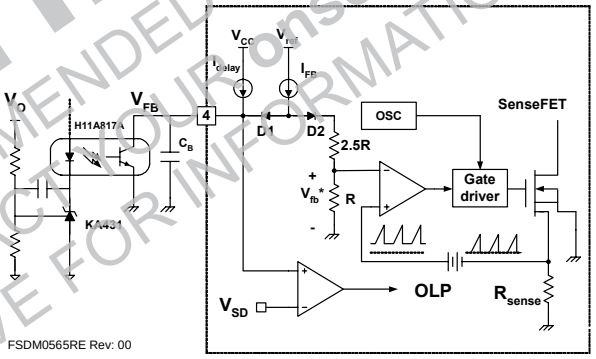

Figure 18. Pulse-Width-Modulation (PWM) Circuit
2. Feedback Control: FSDM0x65RE employs current-mode control, as shown in Figure 18. An opto-coupler (such as the H11A817A) and shunt regulator (such as the KA431) are typically used to implement the feedback network. Comparing the feedback voltage with the voltage across the R_{sense} resistor, plus an offset voltage, makes it possible to control the switching duty cycle. When the reference pin voltage of the shunt regulator exceeds the internal reference voltage of 2.5V, the opto-coupler LED current increases, pulling down the feedback voltage and reducing the duty cycle. This event typically occurs when the input voltage is increased or the output load is decreased.
2.1 Pulse-by-Pulse Current Limit: Because current-mode control is employed, the peak current through the SenseFET is limited by the inverting input of PWM comparator (V_{FB}*) as shown in Figure 18. Assuming that the 0.9mA current source flows only through the internal resistor (2.5R + R = 2.8kΩ), the cathode voltage of diode D2 is about 2.5V. Since D1 is blocked when the feedback voltage (V_{FB}) exceeds 2.5V, the maximum voltage of the cathode of D2 is clamped at this voltage, thus clamping V_{FB}*. Therefore, the peak value of the current through the SenseFET is limited.